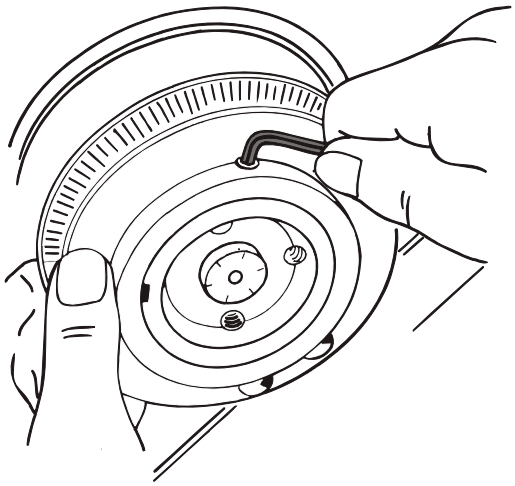

Abb.20
- Innen-Sechskantschraube herausschrauben (Abb.20).